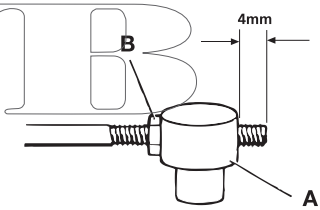

Fig. 8
- Gänga nippeln på kabeländen tills 4 mm av gängan sticker ut. Säkra nippeln genom att draga åt muttern (B fig. 8).